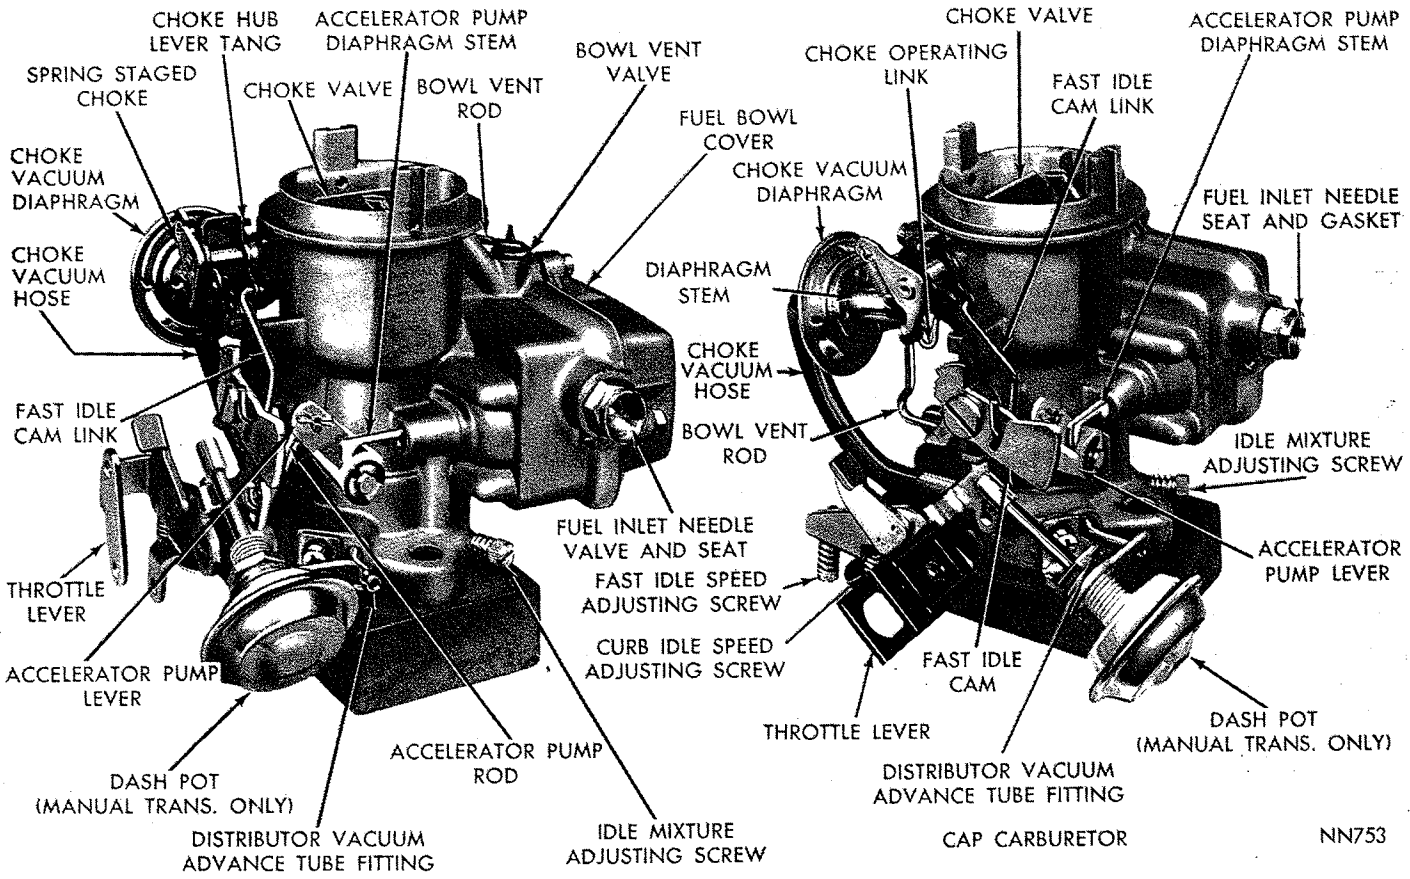

***Fig. 2—Carburetor Assembly (R-3273A, R-3277A, R-3274A, R-3278A, R-3281A and R-3282A)***
The dash pot (used only on manual transmission equipped vehicles) is mounted on the carburetor throttle body and retards the return of the throttle to idle position. **The proper adjustment of the dash pot is very important. (See Carburetor Adjustments.) (Fig. 2).**
(1) Slide hub lever of spring staged choke onto air horn boss. Insert choke shaft into air horn. Connect hub and shaft levers by installing spring see (Fig. 2). The shaft lever arm must be properly positioned between the stop surfaces and hub lever.